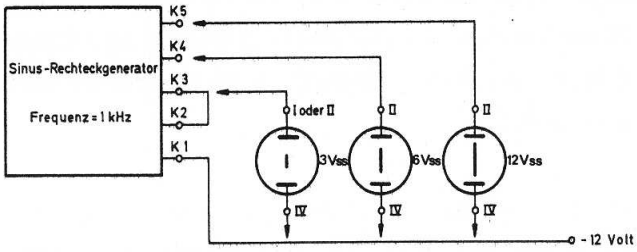

Abb. 28
Abb. 28 a
3.2. Messung von Wechselspannungen (Abb. 28)